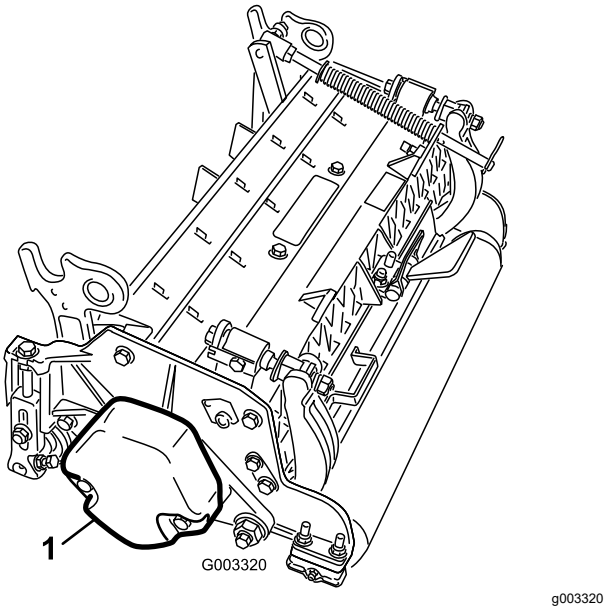

Figuur 4
3. Zorg ervoor dat het contragewicht (Figuur 4) wordt gemonteerd aan het juiste uiteinde van de maai-eenheid volgens de instructies in de *Gebruikershandleiding* van de maai-eenheid.